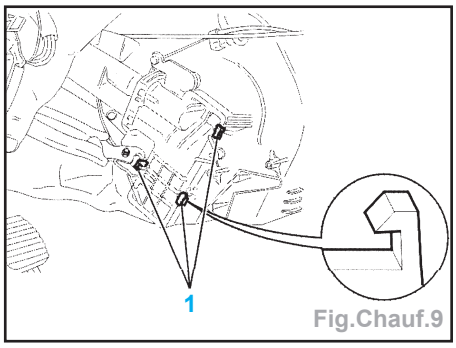

Fig.Chauf.9
- A l'aide d'une pince, couper les pattes (1) de fixation (Fig.Chauf.9).